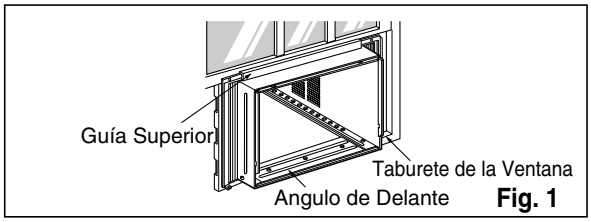

Fig. 1
1. Abra la ventana. Marque una línea en el centro del banqueta de la ventana(o la ubicación deseada del aire acondicionado). Cuidadosamente ubique el gabinete en la banqueta de la ventana y alinee la marca central en el frente inferior con el centro de la línea marcada en la banqueta de la ventana. (Ver Fig. 1)